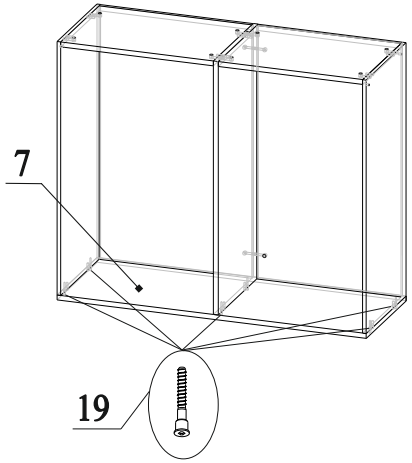

Рис.15
25. Соединить деталь 7 с деталями 4, 5 и 6, закрутив конфирматы 19 (рис.15);